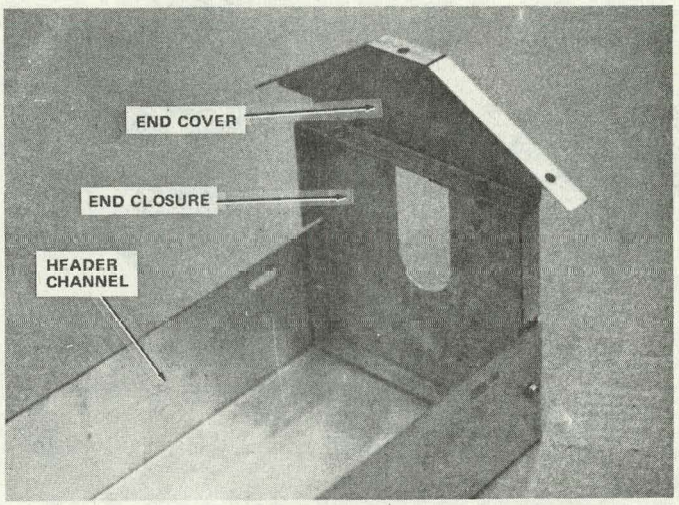
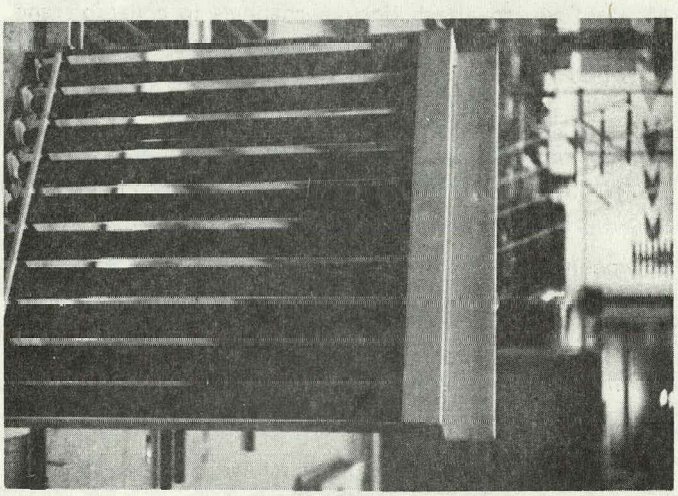

Figure 3-14. Attach End Closure and Cover for End-of-Row Collectors
Figure 3-15. Attach Bottom Channel to the Collector
7. Attach the end closure and cover to the header channel, (Figure 3-14). Re-install the collector transition cover and attach the bottom header channel to the collector (Figure 3-15) using the six screws previously removed. The outside edge of the channel should be 1/8" beyond the end of the collector to prevent overrun of the channel assemblies.